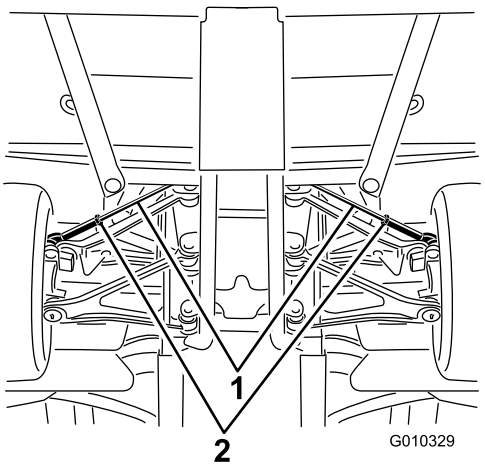

Figuur 57
A. Draai de contramoer in het midden van de trekstang los (Figuur 57).